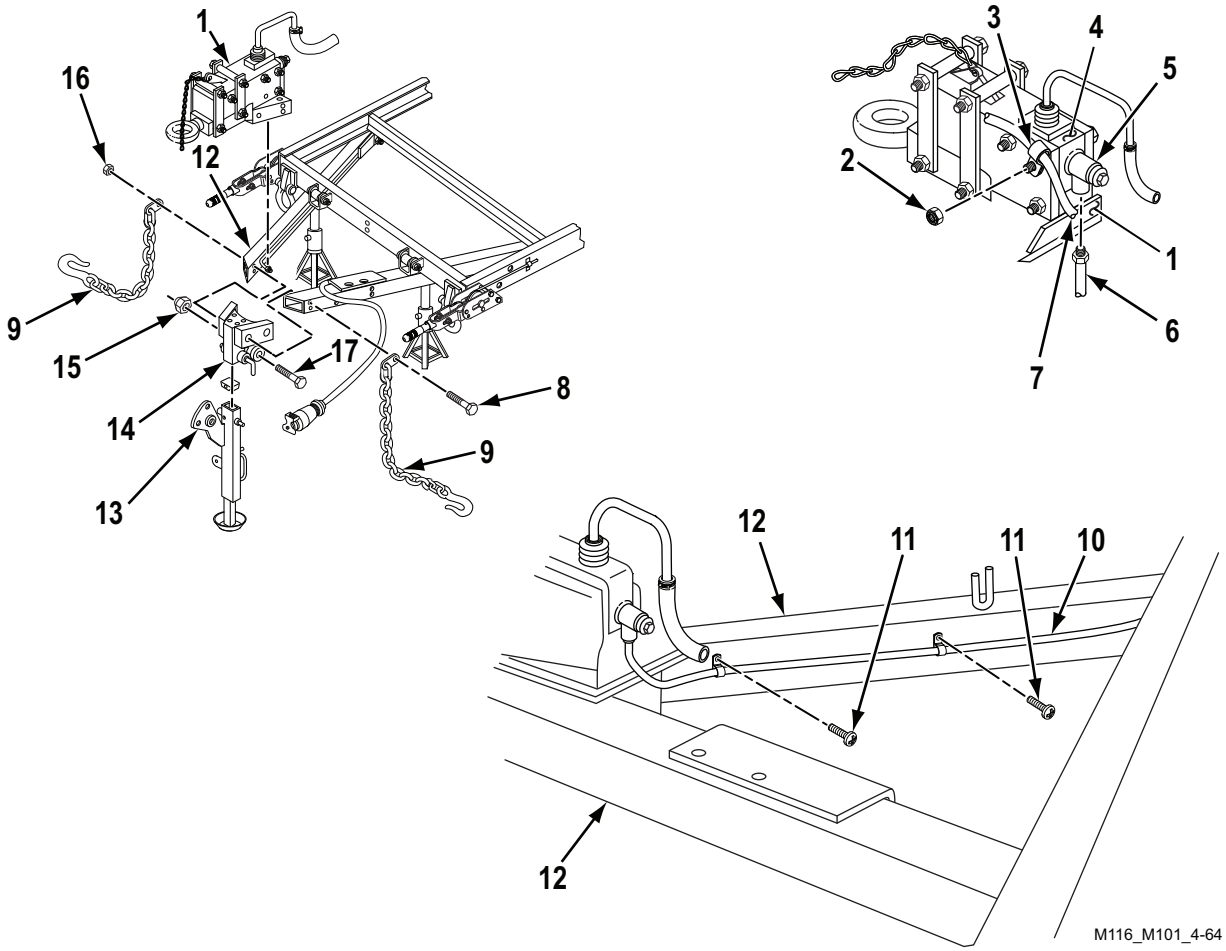

Figure 1. Hydraulic Brake Lines Removal.
1. Place lifting device under drawbar (Figure 1, Item 12) at each front corner of frame.
2. Remove self-locking nut (Figure 1, Item 2) and loop clamp (Figure 1, Item 3), with intervehicular cable (Figure 1, Item 7) from hydraulic brake actuator assembly (Figure 1, Item 1). Discard self-locking nut (Figure 1, Item 2).
3. Disconnect hydraulic brake front tube assembly (Figure 1, Item 6) from connector (Figure 1, Item 5) at master cylinder (Figure 1, Item 4).
4. Remove self-locking nut (Figure 1, Item 16), cap screw (Figure 1, Item 8), and safety chain (Figure 1, Item 9) from each of two drawbars (Figure 1, Item 12). Discard self-locking nuts (Figure 1, Item 16).
5. Remove self-locking nut (Figure 1, Item 15), cap screw (Figure 1, Item 17), and bracket with front support leg (Figure 1, Item 13) drawbar bracket assembly (Figure 1, Item 14). Discard self-locking nut (Figure 1, Item 15).
6. Remove two screws (Figure 1, Item 11) and loosen hydraulic line (Figure 1, Item 10) from curbside drawbar (Figure 1, Item 12).